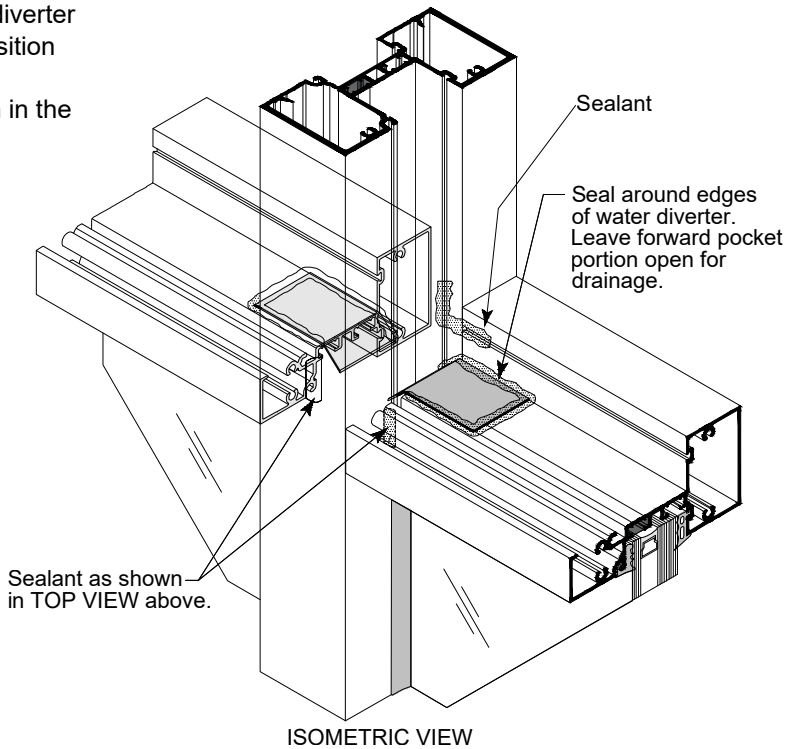
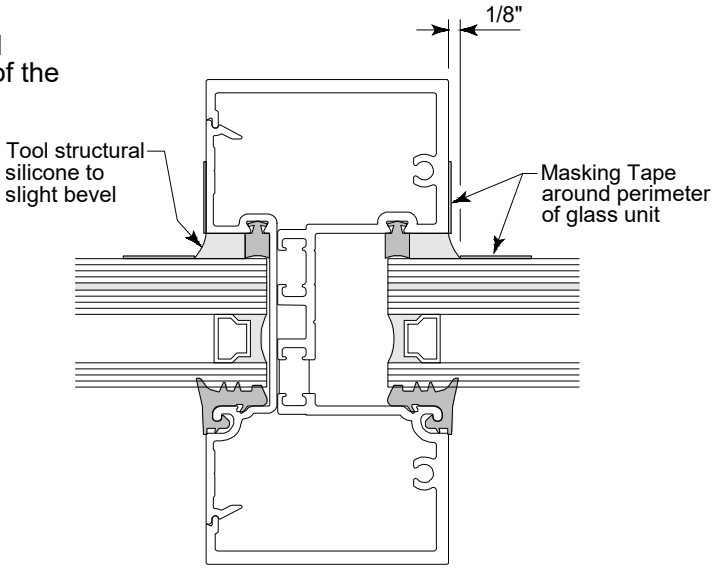

Fig. 28.2
Fig. 29.1
A. for dry glazing, install P6586 interior gasket, sealing the corners of the gaskets per Fig.28.1. For wet glazing, install P6587 at the interior. SEE Fig.29.1.
B. Set glass by installing into deep pocket first, then carefully sliding into shallow pocket. When contact is made with the shallow pocket, set glass onto (2) P6541 setting blocks located at quarter points or per approved shop drawings.
H. Prior to moving to the next row of lites, install water diverter P6581 at ends of intermediate horizontal. NOTE: Position water diverter to cover glass corner. Seal diverter to horizontal, leaving the gap at the front and side open in the vertical glazing pocket. SEE Fig.28.2.
A. Apply low adhesion masking tape to surface of frame and glass. Apply masking tape to glass 1/8" above the plane of the frame. SEE Fig. 29.1.
C. Using a beveled non-scratching instrument, tool the sealant immediately after applying the silicone. The resulting joint should have a slight bevel rising from the frame to the glass. SEE Fig. 29.1.